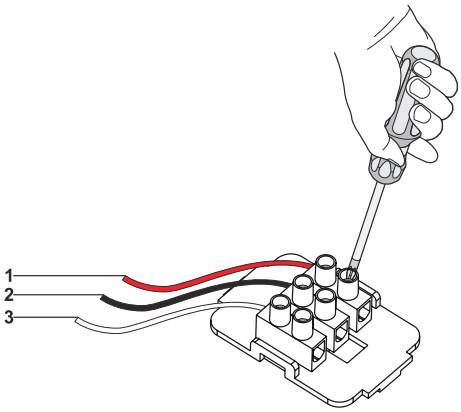

Fig. 16
1. **NC / COM:** När dessa 2 anslutningar används och fläkten stängs av kommer fläkten skicka en signal till den anslutna enheten (Fig. 16).
2. **NO / COM:** När dessa 2 anslutningar används och fläkten sätts på kommer fläkten skicka en signal till den anslutna enheten (Fig. 16).